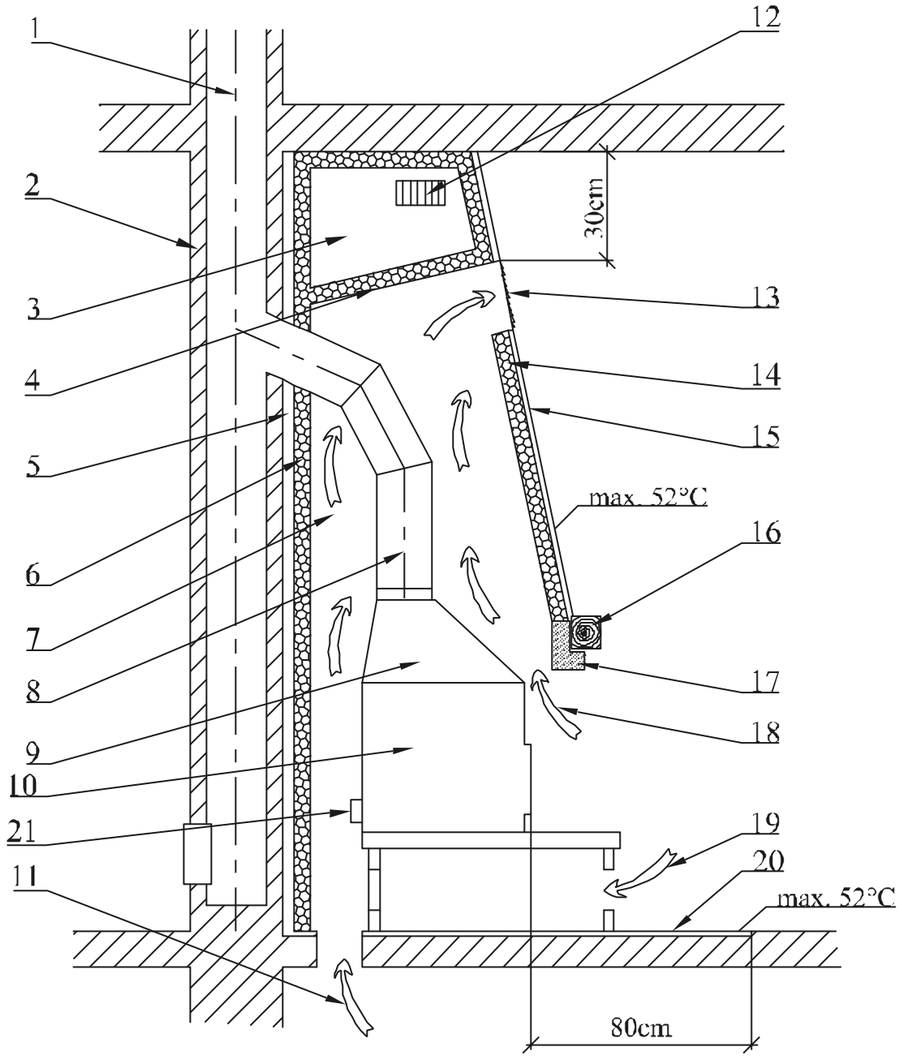

Figure 2
5. The warm conventional air outlet must be at least **30cm** below the ceiling (figure 2).
6. An inflammable ceiling construction must be present above the conventional warm air outlet. Its temperature must not exceed **50°C**. Thus, the lower ceiling must be insulated from the effects of heat coming from the fireplace by a barrier and at least one not fully closeable grated opening (figure 2) or a sufficient layer of heat insulation.